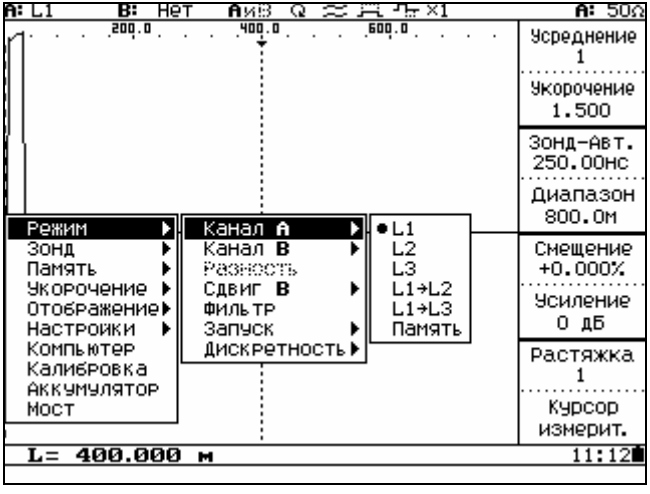

Рисунок 6.23
- Выбрать вход (рисунок 6.23) для канала отображения А (п.6.3.10.1).